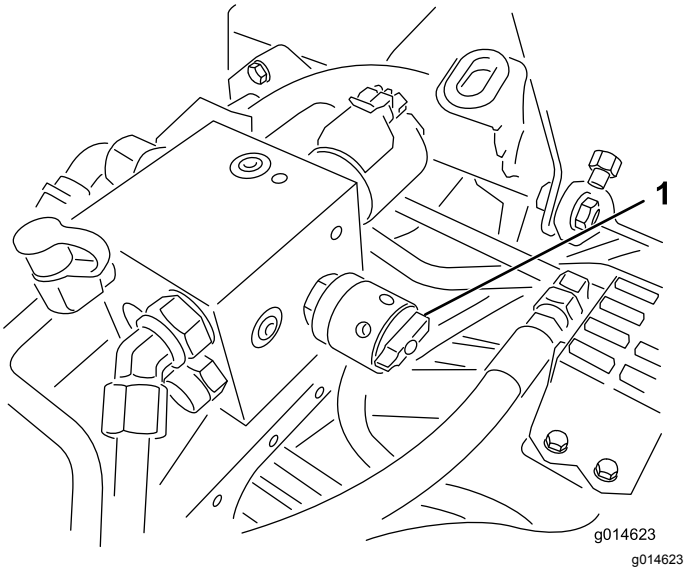

Figur 51
6. Vrid cylinderhastighetsreglaget till inställningen 1 (Figur 51).
4. Justera cylinderhastigheten genom att vrida ratten (Figur 51) tills indikatorpilarna är i linje med det värde du ställde in i steg 3.